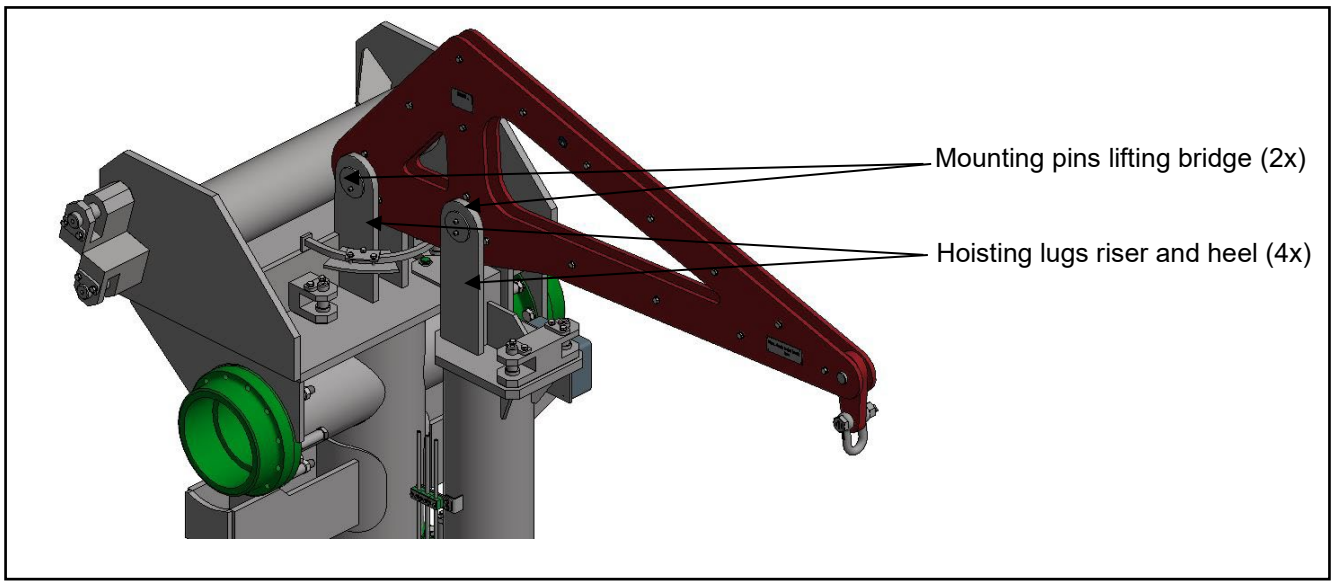

Figure 4
- Mount the lock bolt in the maintenance pins 2x, figure 1 (pos. 5) and figure 4.